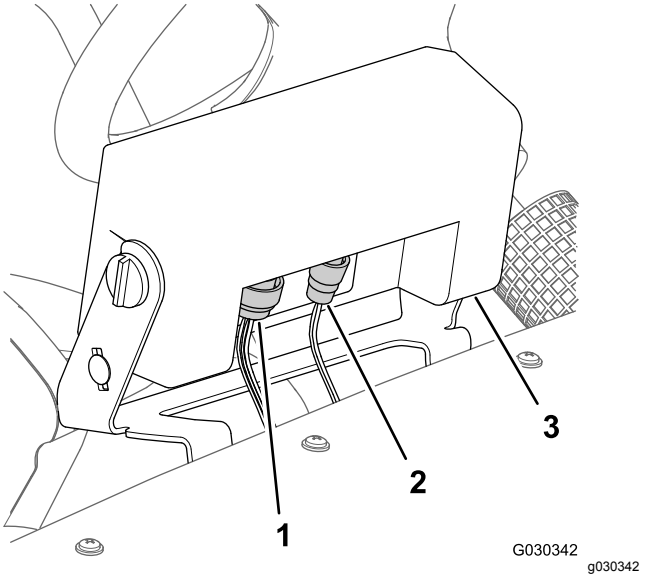

Figur 5
1. Foran på Pro Control-konsollen kobler du fra kontakten med tre pinner fra maskinens ledningssats fra kontakten med tre sokler på kontrollkonsollen (Figur 5).
2. Koble kontakten med 16 sokler fra kontakten med 16 sokler på kontrollkonsollen (Figur 5).